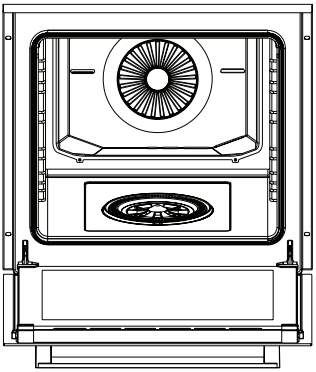
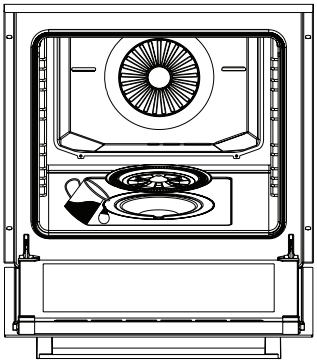
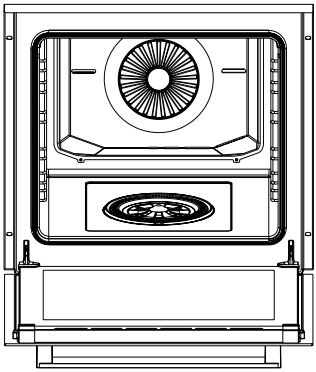

Figura 21
Figura 22
Figura 23
2. Abrir a tampa do aparelho (consultar a figura 21). Remover a tampa do recipiente da água e encher o recipiente (consultar figura 22). Seguidamente, fechar a tampa do recipiente da água (consultar figura 23). Fechar a tampa do aparelho e pré-aquecer o mesmo durante 10 minutos. Depois do pré-aquecimento, pode colocar os alimentos no aparelho.